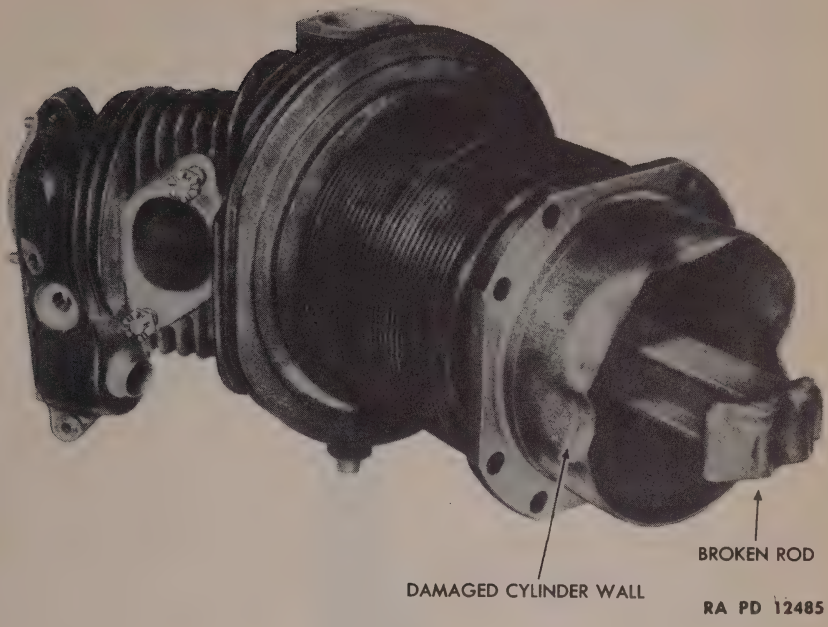

Figure 49—Cylinder and Broken Rod Removed from Same Engine as Parts Shown in Figure 47 and Figure 48
(4) The cylinder containing the broken rod is shown in figure 49. Notice how the rod spread opens at the bearing, with the ends turning back on the rod, severely damaging the lower end of the cylinder wall. Except for a few accessories, there was practically no salvage possible from an engine that a few seconds before this happened was a highly efficient power plant. Preventive maintenance would have prevented this waste of vital equipment.